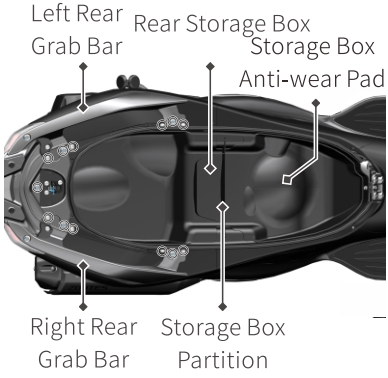

Figure1
l. Use a T25 Torx wrench and a 12# socket to remove the 13 fixing bolts marked in the red circle (see Figure 1), then remove the rear grab bar and top case bracket assembly.